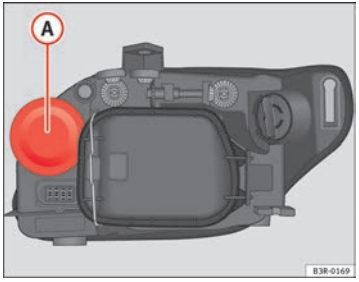

Fig. 192 Main beam headlights
- Pull up on the rubber cover (A) ⇒ fig. 192 to remove it.